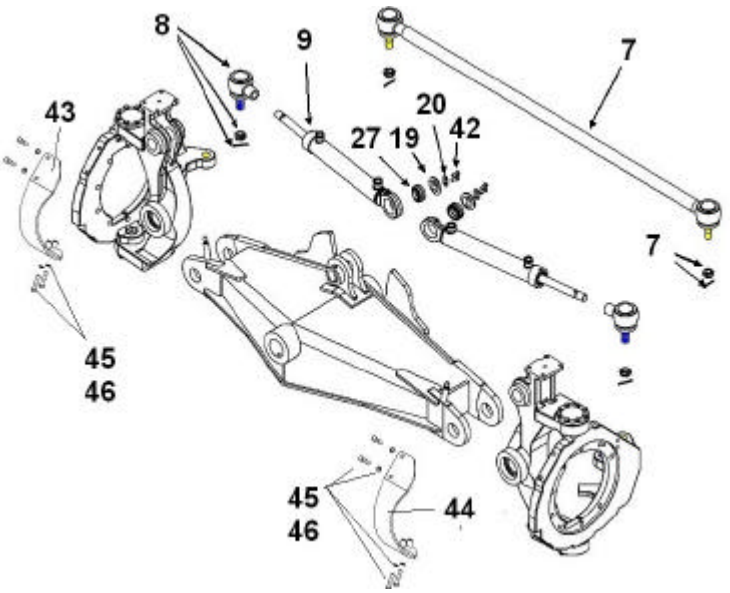

Figura 6
Conforme ilustrado na figura 6, separe, reserve e coloque a bucha radial item (27) qtd. 02 no reservatório de nitrogênio por 5 minutos.
Conforme ilustrado na figura 6, separadamente, instale as buchas radial item (27) qtd. 02 nas extremidades fechadas dos conjuntos do cilindros hidráulicos de direção item (9) qtd. 02 (uma para cada cilindro).
Conforme ilustrado na figura 6, instale o conjunto do cilindro hidráulico de direção item (9) qtd. 01 no eixo item (1), usando o disco item (19) qtd. 02, placa item (20) qtd. 02 e parafuso M8x20mm item (42) qtd. 04.
Conforme ilustrado na figura 6 e foto 11, instale as juntas esféricas item (8) qtd. 02 nos olhais lados das hastes dos conjuntos dos cilindros hidráulicos de direção item (9) qtd. 02.
Conforme ilustrado na figura 6 e foto 11, fixar as juntas esféricas item (8) qtd. 02 nos flanges lado direito e esquerdo RH e LH usando a porca e os componentes do pino incluso no próprio conjunto da junta esférica item (8).
Conforme ilustrado na figura 6, dobre as extremidades da placa item (20) qtd. 02 em diagonal travando a cabeça do parafuso M8x20 item (42) qtd. 02.
Conforme ilustrado na figura 6, instale a placa de proteção lado direito item (43) qtd. 01 e a placa lado esquerdo tem (44) qtd. 01 no flange esquerdo item (4) e no flange conjunto lado direito item (5) respectivamente, usando os parafuso M12 x 55 mm item (45) qtd. 08 e arruela item (46) qtd. 08.